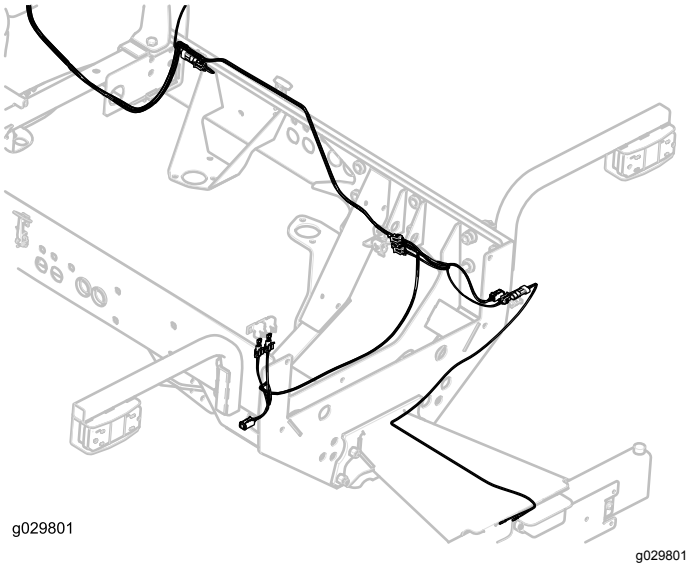

Bild 31
22. Verlegen Sie den Kabelbaum zur Nummernschildlampe und stecken den Kabelbaumanschluss in den Lampenanschluss (Bild 31).